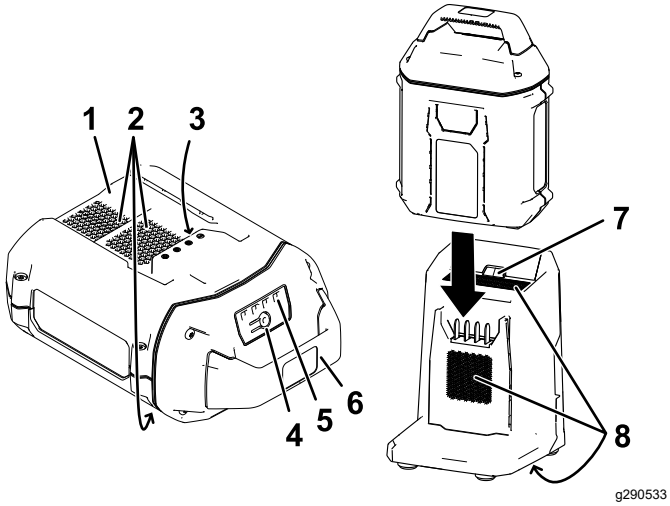

**Figura 11**
2. Alinee el hueco de la batería (Figura 11) con la lengüeta del cargador.
3. Introduzca la batería en el cargador hasta que esté completamente asentada (Figura 11).